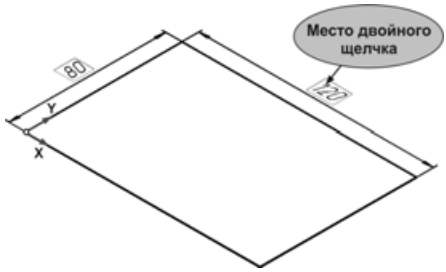

Рис. 4.26
- Для изменения значения линейного размера 120 выполните двойной щелчок мышью на размерной надписи параметрического размера (рис. 4.26).